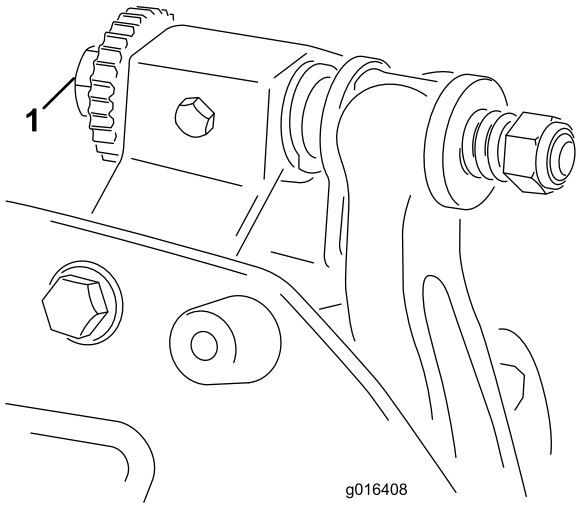

Figur 9
1. Ställ maskinen på en plan och jämn arbetsyta. Kontrollera att det inte finns någon kontakt med cylindern genom att vrida underknivsstångens justerskruvar motsols (Figur 9).